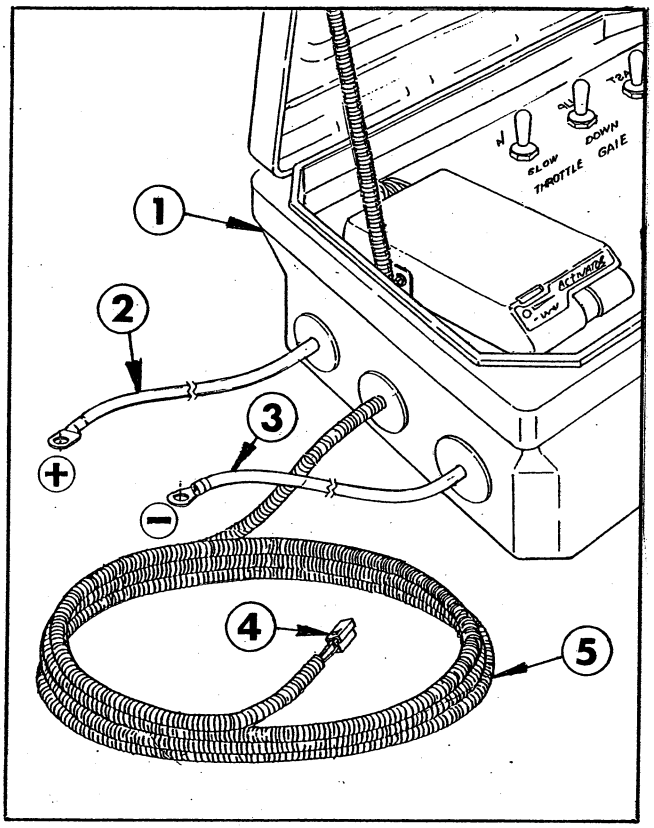

FIG. 2
4. Route the **red** cable from the Control Box to connect it to the **positive (+)** post on the Tractor's battery, or the **positive** post on the Tractor's starter solenoid. See FIG. 2.